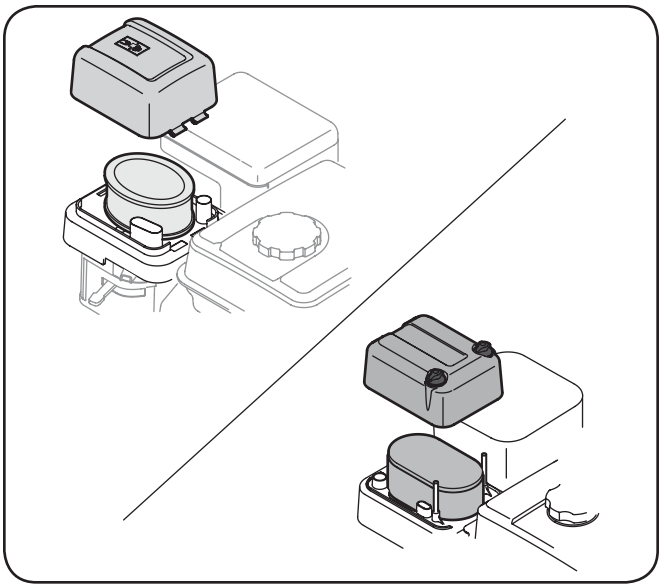

Figure 6-4
1. Enfoncez l'attache du couvercle du filtre à air et relevez le couvercle. Remplacez la cartouche en papier si elle est sale ou endommagée. Nettoyez le pré-filtre en mousse ou remplacez-le s'il est endommagé. Voir la Fig. 6-4.